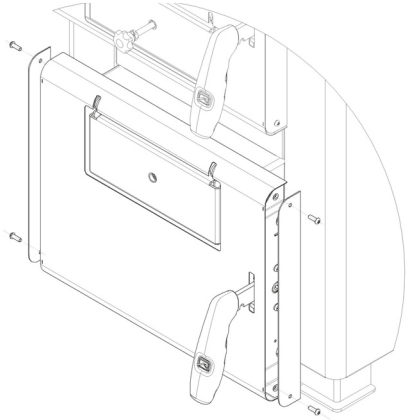

Рисунок 2.1
1. Демонтировать планки декора двери выкрутив винты рис. 2.1.